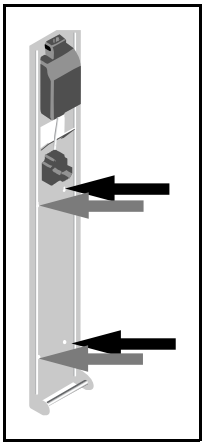

Fig. 1
3) Placer le chargeur contre le mur, le fixer, puis resserrer les vis, voir Fig. 1.